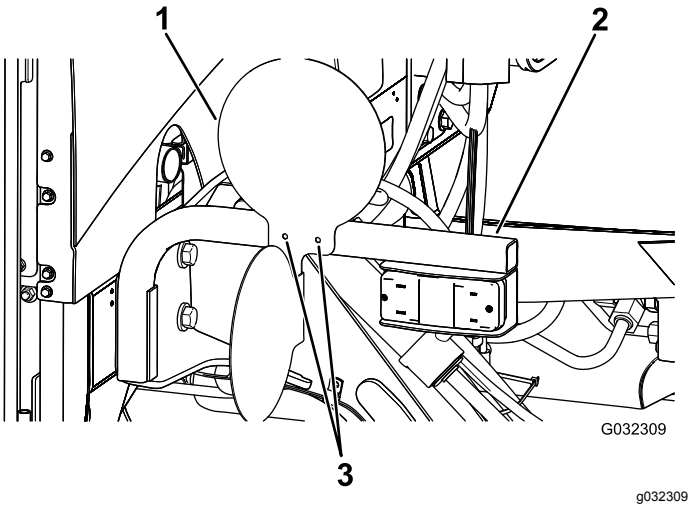

Figure 34
1. Placez les plaques en face des trous existants dans les supports du kit d'éclairage (Figure 34).